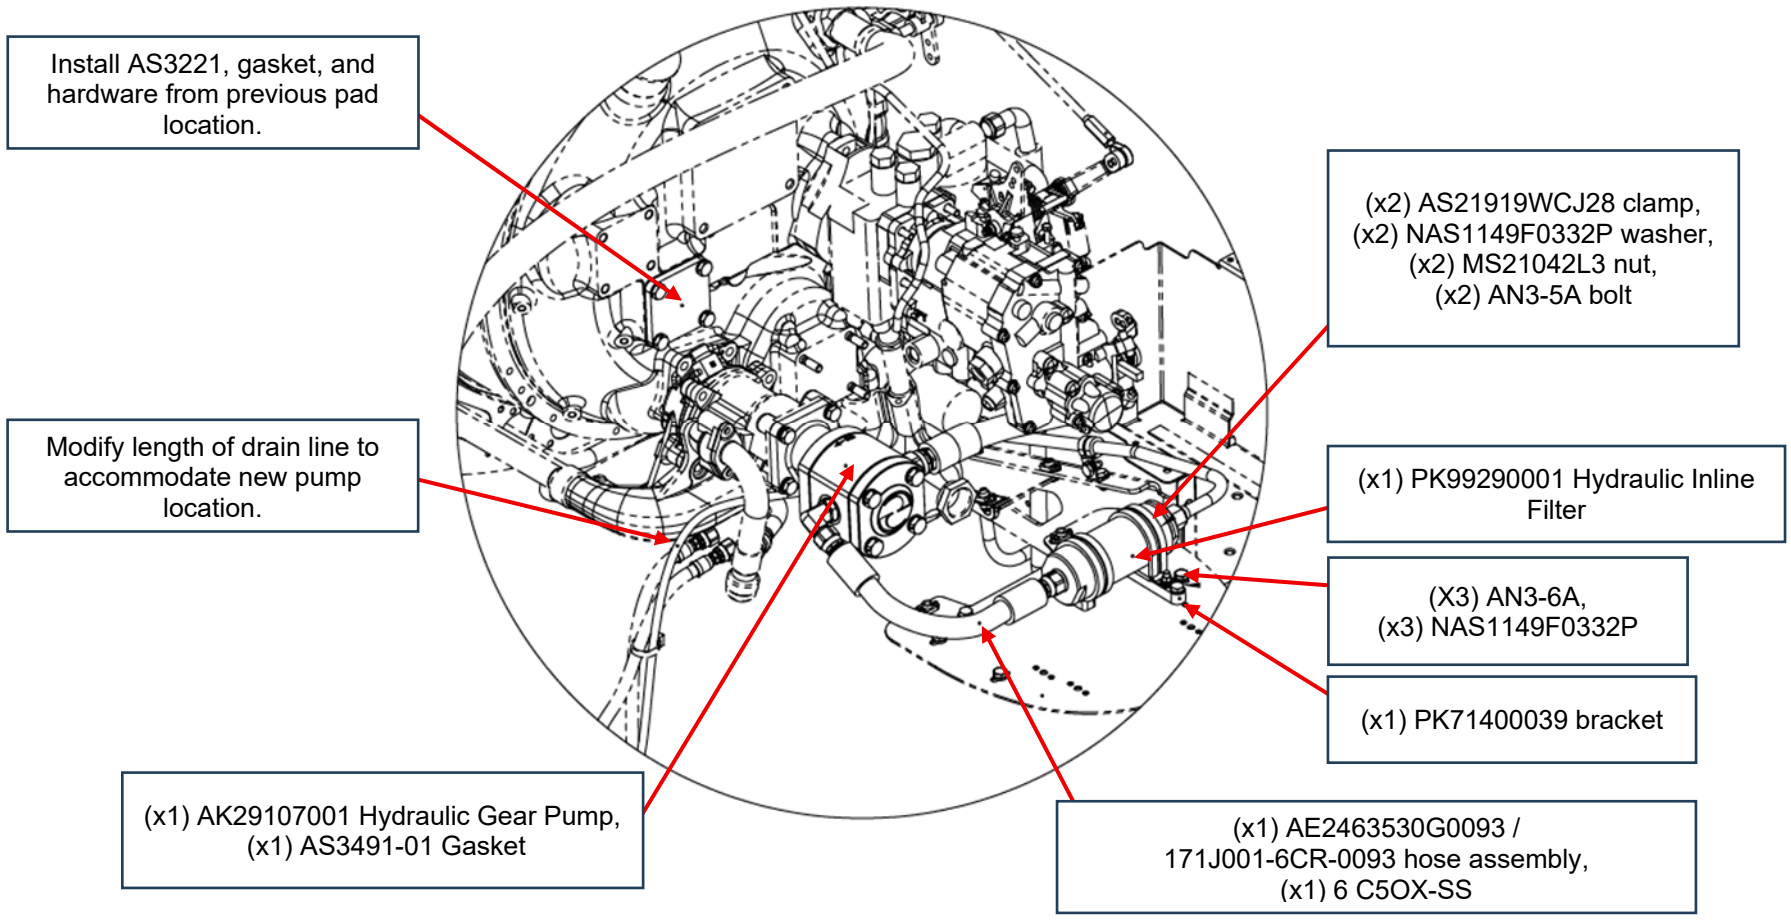
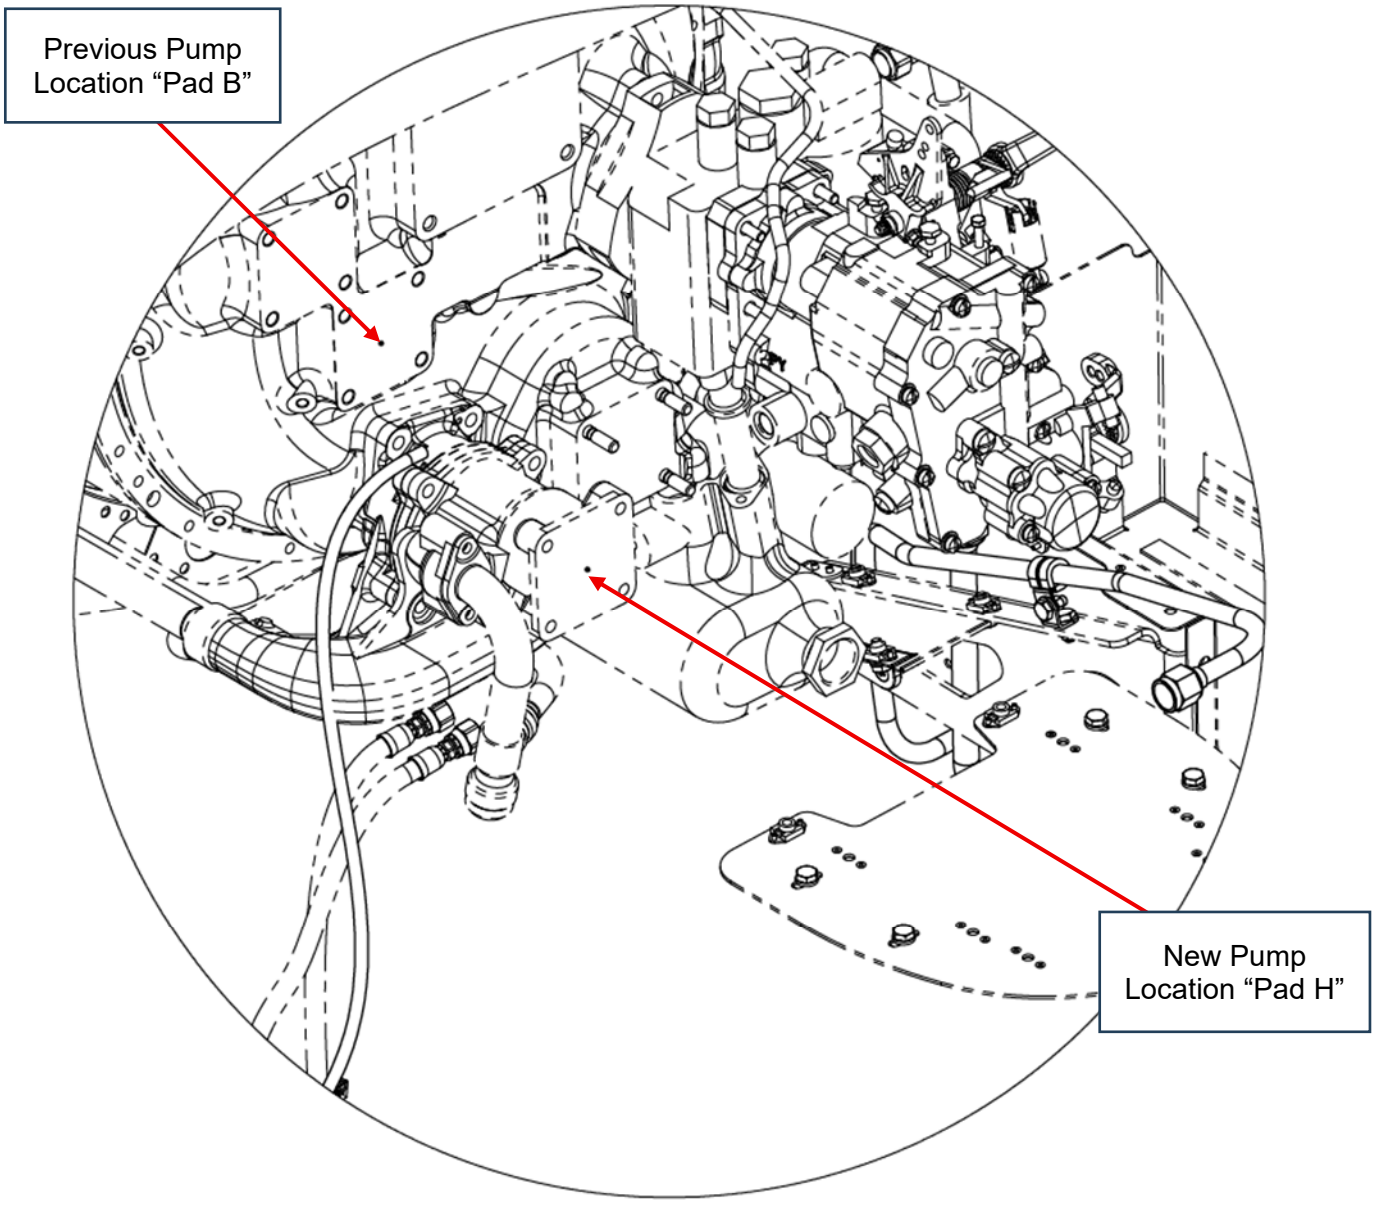

Figure 6: Gear Pump Assembly
Figure 7: Hydraulic Pump Locations
13. Install gear pump (refer to figure 6 and figure 7).
14. Install hydraulic in-line filter (refer to figure 6).